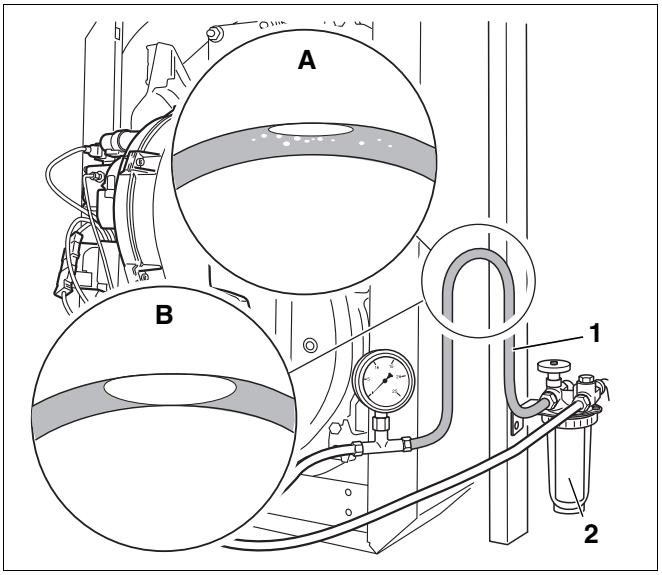

Abb. 43 Transparenten Schlauch hochbinden
- Transparenten Schlauch (Abb. 43, **Pos. 1**) in die Saugleitung hinter dem Ölfilter (Abb. 43, **Pos. 2**) einbauen.
- Eine Schlaufe des transparenten Schlauchs in der gezeigten Weise (Abb. 43) hochbinden.
- Sichtkontrolle der sich ansammelnden Luftmenge (Abb. 43, **Lupe A** und **B**) durchführen.
Wenn sich lediglich eine geringe Luftmenge an der höchsten Stelle der Schlaufe (Abb. 43, **Lupe A**) sammelt, ist die Ölleitung ausreichend dicht.
Bei größeren Luftblasen (Abb. 43, **Lupe B**) sind die Saugleitung und/oder die Anschlüsse undicht.